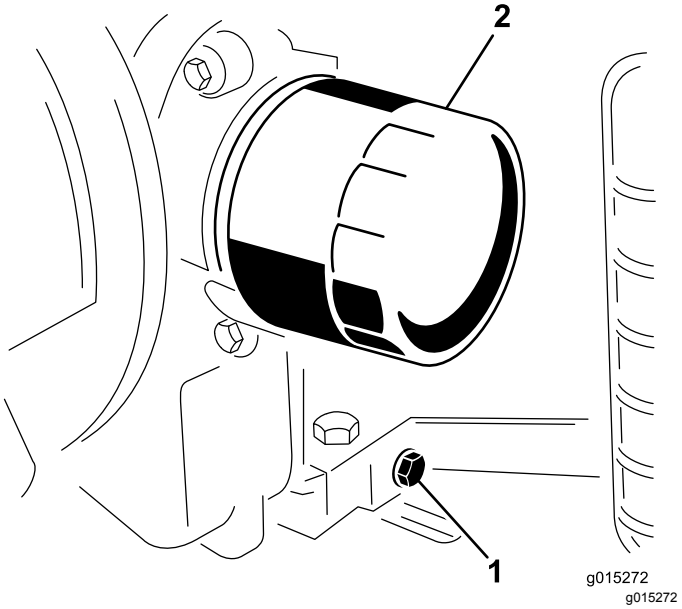

**Figur 15**
4. Ställ ett kärl under avtappningsröret. Lossa oljepluggen så att oljan kan rinna ut (Figur 15).